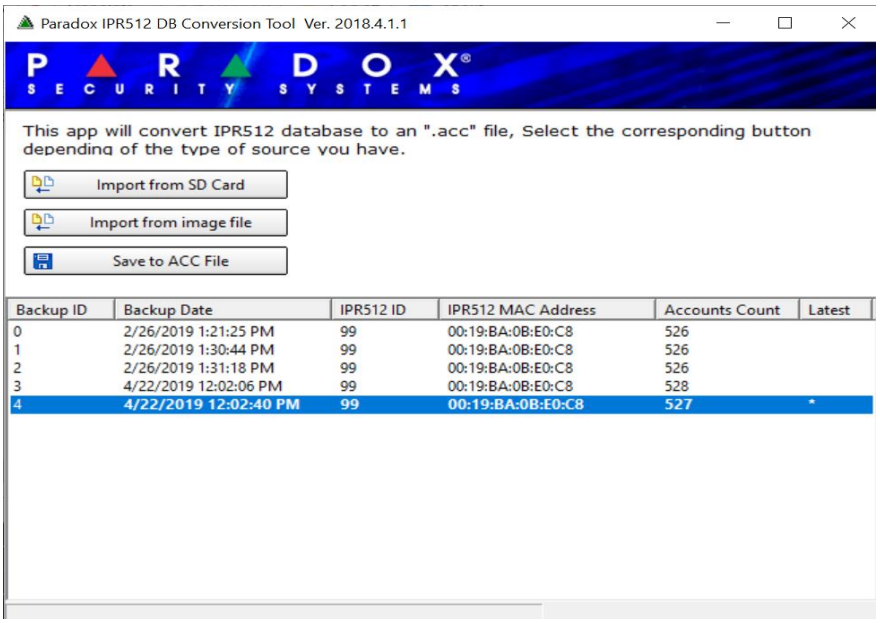

Fig. 25 – Import ACC file
4. From IPRS7 please select Import ACC file (Fig. 25) and select the ACC file exported at previous step